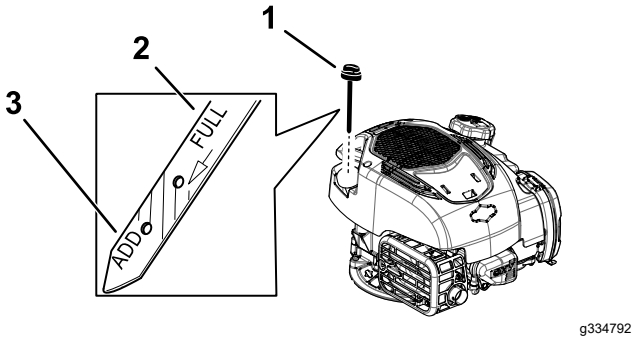

**Figura 10**
6. Observe el nivel de aceite en la varilla (Figura 10).